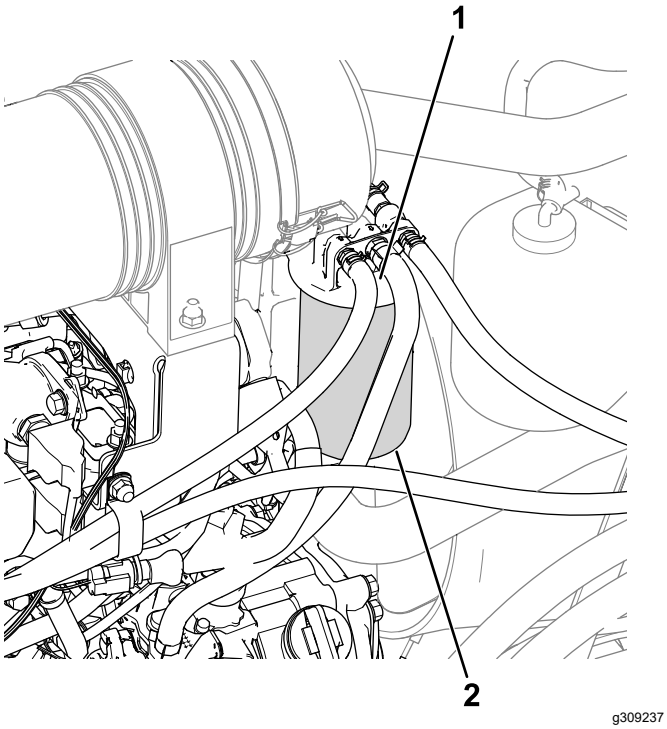

Bild 56
1. Reinigen Sie den Bereich um den Kraftstofffilterkopf (Bild 56).
2. Entfernen Sie den Filter und reinigen die Kontaktfläche (Bild 56).